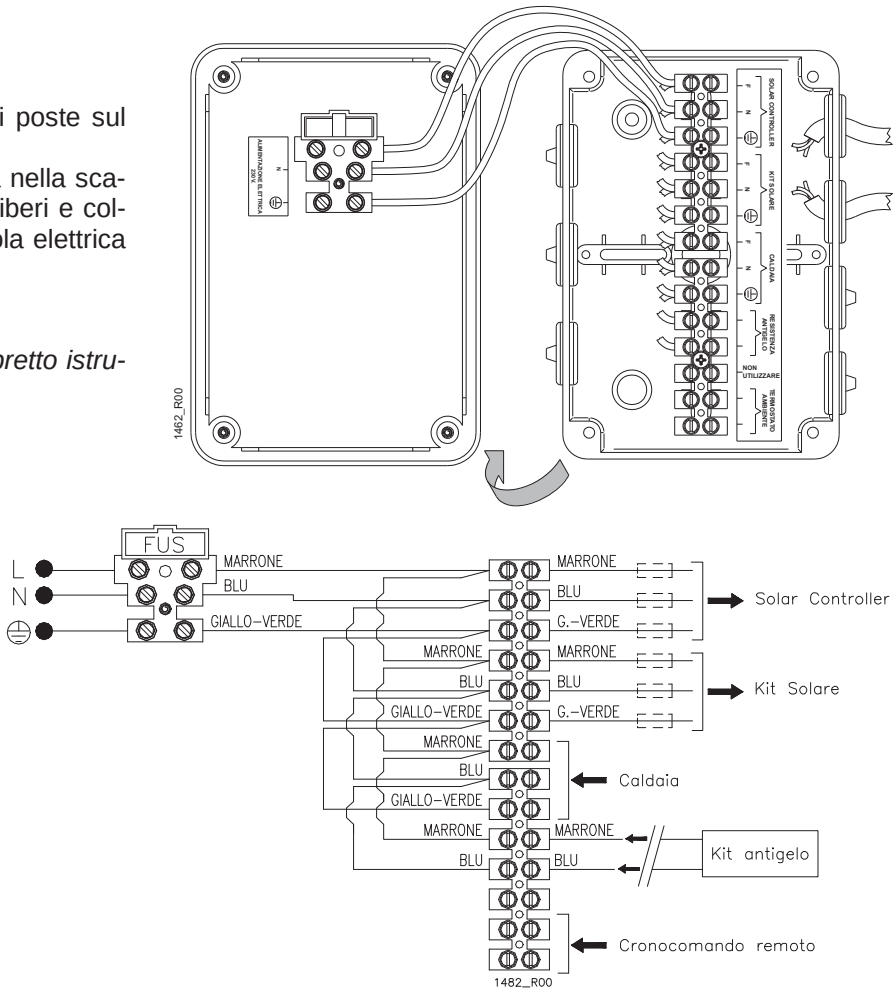

Fig. 4
- Inserire il cavo proveniente dalla resistenza nella scatola elettrica attraverso uno dei passacavi liberi e collegarlo alla morsettiera dedicata nella scatola elettrica (fig. 4).